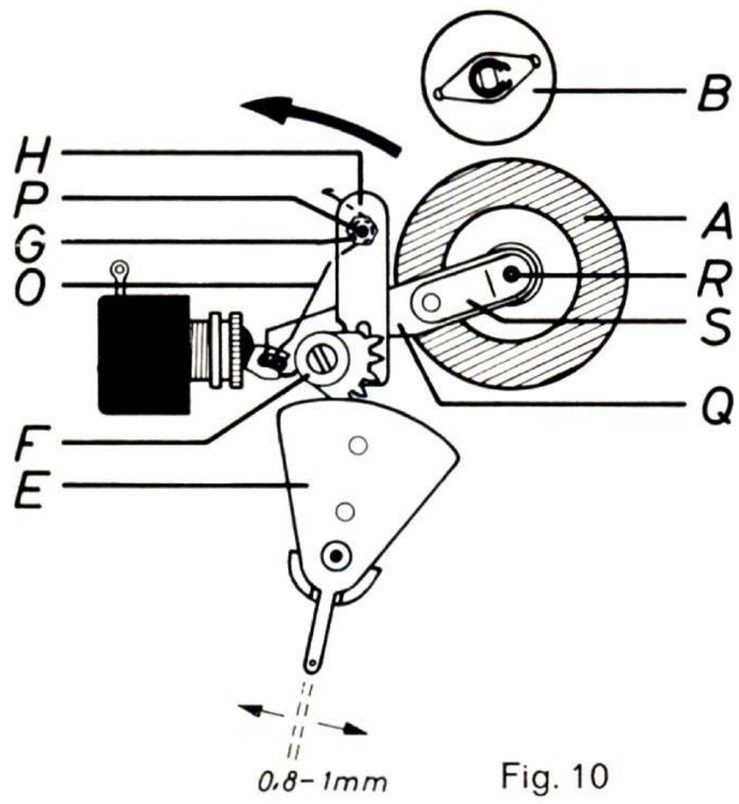

Fig. 10
1.53 Auswechseln des Reibrades (siehe Abb. 10 und 11)
1.53 Replacing the Idler (see Fig. 10 and 11)
1.53 Echange de la roue de friction (voir fig. 10 et 11)
a) Reibrad gemäß Abb. 10.
a) Idler according to fig. 10
a) Roue à friction selon fig. 10-